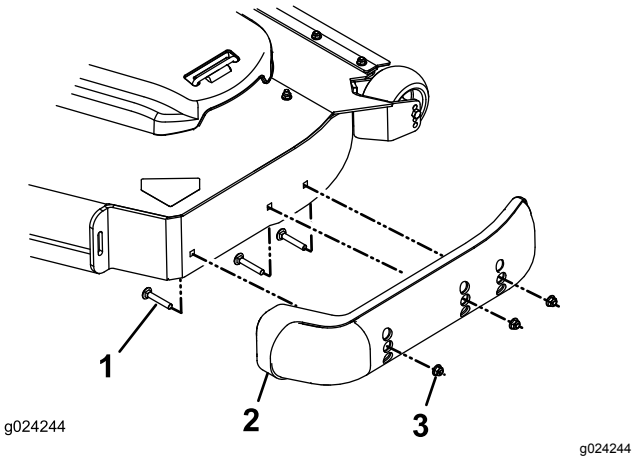

Figuur 35
3. Verwijder de slotbouten en de moeren van de glijders (Figuur 35).